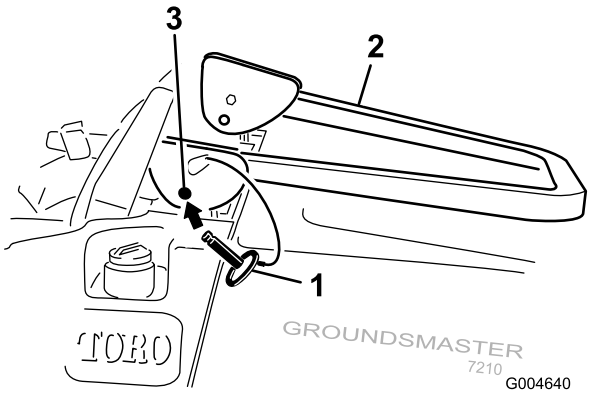

Figur 11
2. Sänk ned störtbågen till nedfällt läge (Figur 11).